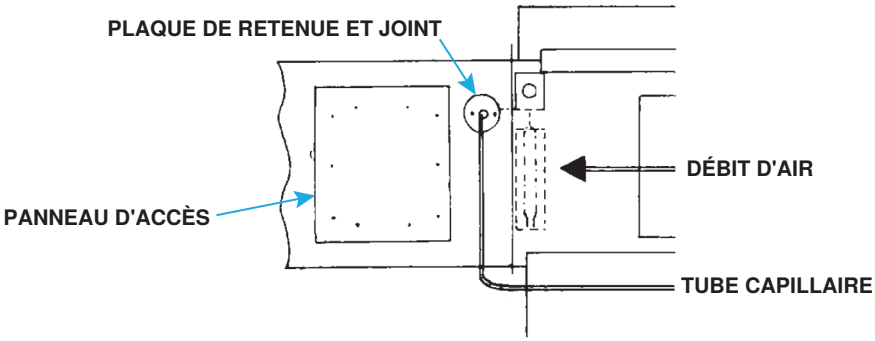

**Figure 10. Installation du capteur capillaire**
(2) À l'emplacement de conduit sélectionné, marquez et découpez un trou de 1/2 pouce qui sera scellé avec un joint et une plaque de retenue (voir **Figure 10**). Insérez le capteur et le tube capillaire dans le trou.
(3) Retirez le panneau d'accès aux conduits (voir **Figure 10**) et installez le capteur dans le support du capteur de manière à ce qu'il détecte la température de l'air lorsqu'il circule à travers les trous du support.
(4) Placez le support du capteur et l'ensemble de la boîte de jonction à l'intérieur du conduit de manière à ce que le capteur soit protégé du flux d'air direct et fixez la boîte de jonction au conduit à l'aide de quatre vis à tôle #6 fournies sur site.
(5) Faites glisser le joint (fente coupée) et la plaque de retenue du trou sur le tube capillaire. Avec le joint à côté des conduits, installez la plaque de retenue des trous et fixez-la à l'aide des vis à tôle fournies sur place.
(6) Fermez le panneau d'accès des conduits.